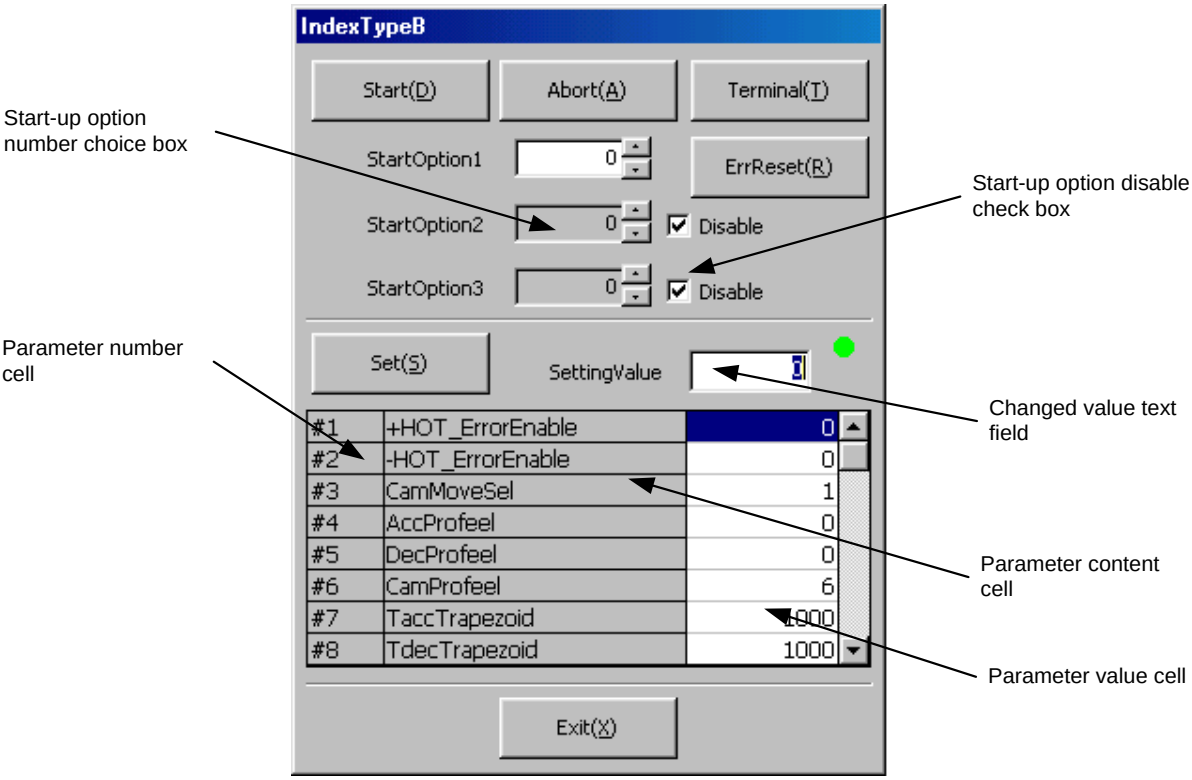

Figure 7.24 "Index TypeB" dialog box
1) Click *"Terminal (T)."*
Click *"IndexTypeB (B)"* in the "DriveMenu" dialog box to display the "Index TypeB" dialog box (see Figure 7.24). If the connection with the driver is established, the current values of the related parameters are read and can be edited.